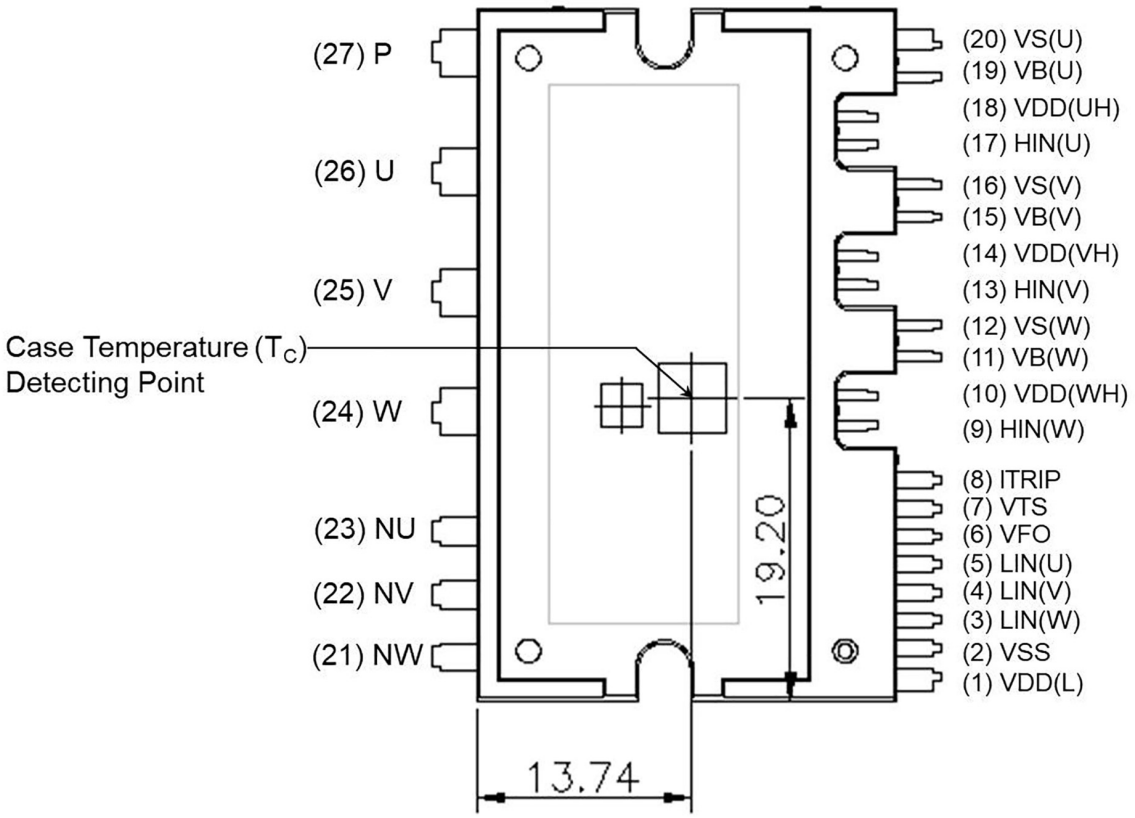

Figure 1. Pin Configuration
- 1200 V − 15 A IGBT inverter for three−phase DC / AC power conversion (Please refer to Figure 1)